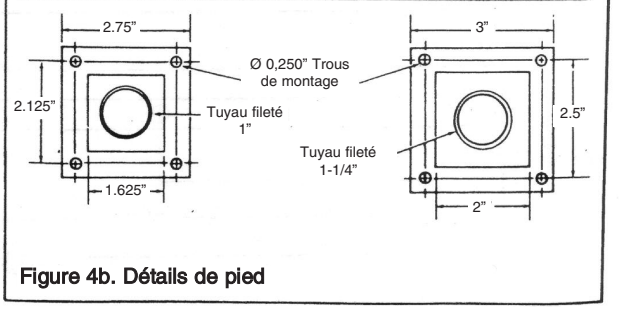

Figure 4b. Détails de pied
6. Percez des trous dans le sol (Figure 4b.) et installez des inserts filetés, ou l’équivalent pour des boulons de montage de 1/4” (inserts et écrous à fournir par l'installateur).